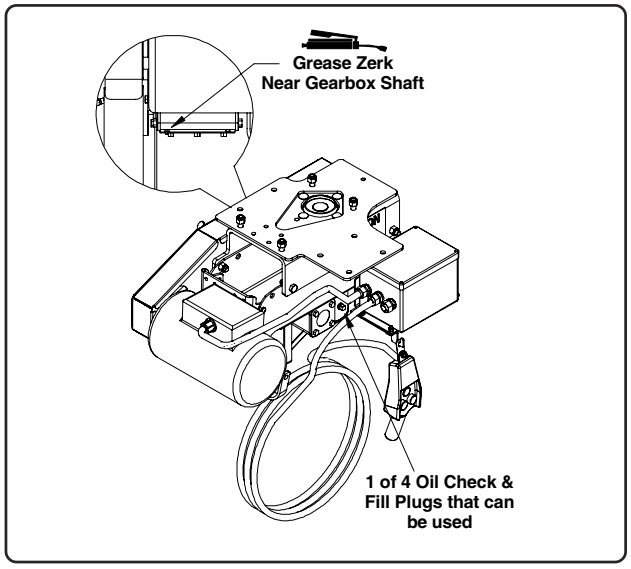

Fig. 12
2. Remove the plug from the gearbox as shown in Fig. 12, oil should begin to leak from the opening. If it does, oil level is sufficient, reinstall plug (there are a total of four plugs that can be used for checking and adding oil. Use plug that works best for you).
3. There is a **grease zerk** located on the bottom side of the gearbox near the shaft attached to the driven sheave (See Fig. 12). Grease has been installed at the factory.